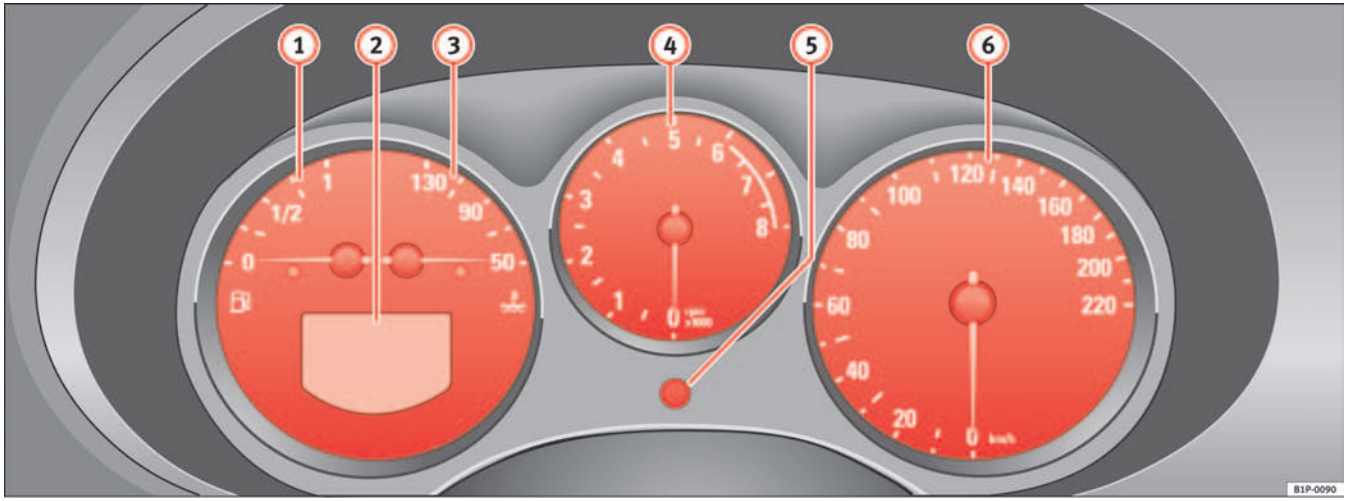

Fig. 33 Detail of the dash panel: Instruments
The start of the red zone on the dial ⇒ page 56, fig. 33 (4) indicates the maximum engine speed which may be used briefly when the engine is warm and after it has been run in properly. However, it is advisable to change up a gear or move the selector lever to D (or lift your foot off the accelerator) before the needle reaches the red zone.
– Turn the setting knob ⇒ page 56, fig. 33 (5) anti-clockwise to the stop to set the hour. If the knob is turned briefly anti-clockwise the clock will advance one hour further.
The right-hand counter registers the short journeys. The last digit indicates steps of 100 metres. The trip recorder counter may be reset by the reset button ⇒ page 56, fig. 33 (6).